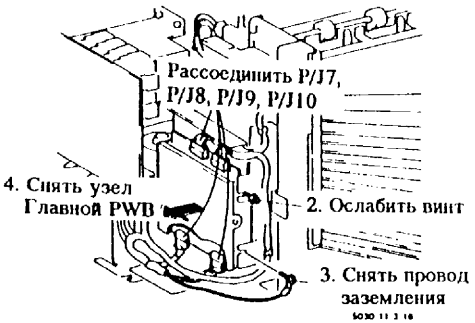

Рис. 4. Снятие Главной PWB
5. (Рис. 4): Снять узел Главной PWB.